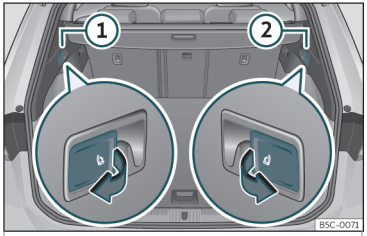

Fig. 107 Nel bagagliaio: leve per lo sblocco dello schienale posteriore.
- Tirare la leva di sblocco a distanza dal lato sinistro››› **fig. 107** ① o destro ② dello schienale nel senso della freccia. Il lato sbloccato dello schienale posteriore si ribalta automaticamente in avanti.